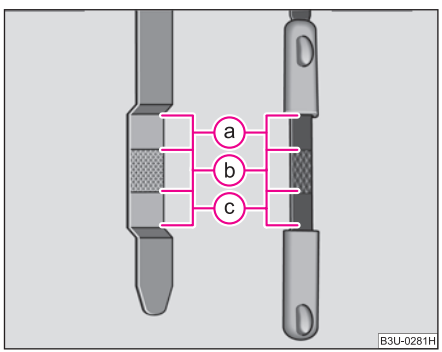

Fig. 175 Dipstick
– After this, once again withdraw the dipstick and read off the oil level ⇒ fig. 175.
The oil level must on no account be above the range ⓐ ⇒ page 222, fig. 175. Oil will otherwise be drawn in through the crankcase ventilation and may pass through the exhaust system to atmosphere. The oil may combust in the catalytic converter and damage it. ■